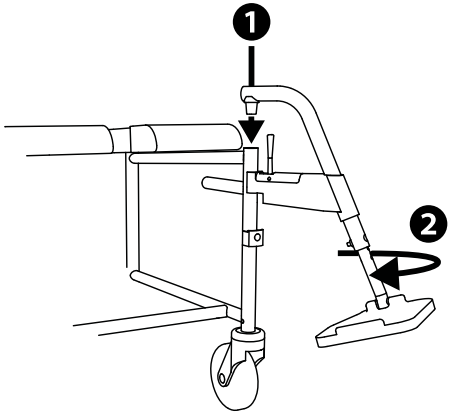

fig.8
1. Inserte los reposapiés desde arriba y lateralmente en el tubo del chasis (1, fig. 8).
2. Desplace los reposapiés hacia delante hasta que oiga que encajan (2, fig. 8).